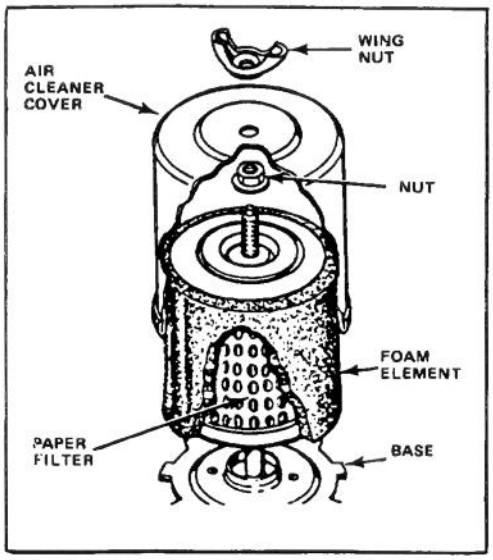

Figure 13
2. Unscrew wing nut and remove air cleaner cover. Slide foam element off paper cartridge (Fig. 13).